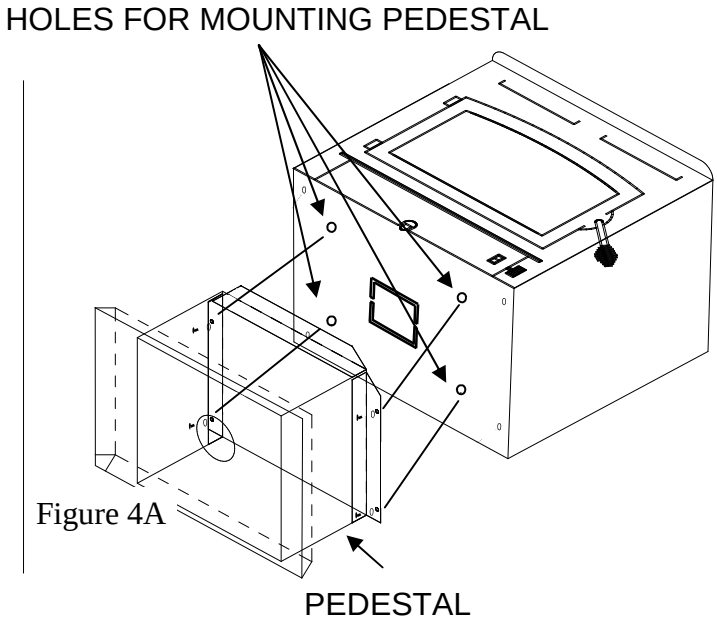

Figure 4A
6. **(Pedestal Kit):** If pedestal kit is being used and (**out side air is required for residential free standing installation** (**see page 25 Out Side Air Installation**). Open freestanding kit and obtain stand. Place stand against bottom of heater (angle side to heater).Center stand front to rear and also center stand left and right. Mark screw locations on bottom of stove through outer holes of stand mounting angles. Set stand aside and drill four 7/32" holes in heater bottom. Then mount stand to bottom of heater with screws provided. (See Figure 4A).
7. Obtain four (4) 3/16" self-tapping screws and secure stand to heater.